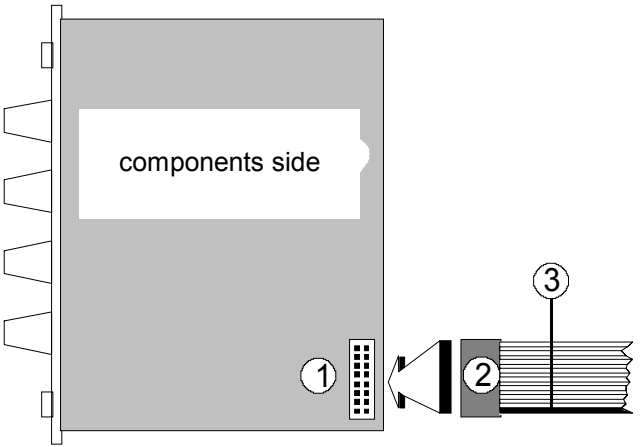

Fig. 1: Connecting the ribbon cable to the module
❒ Connect the **ribbon cable supplied with each module** to the module's **bus connector** (see ① in Fig. 1). As a rule, this is 16-way, but on some modules it's only 10-way. Check that the cable connector is oriented correctly, (see ② in Fig. 1), and press it on to the module's bus pins.
⚠ Be very careful to ensure that **the coloured marking** on the ribbon cable is at the **bottom of the module's connector** (see ③ in Fig. 1) and that the connection is perfect, and **pushed fully home, not at a slight angle**. Failure to check this may result in the module's instant destruction as soon as the power is re-connected.
⚠ Again ensure that **the coloured marking** on the ribbon cable is at the **bottom of the module's connector** (see ③ in Fig. 1) and that the connection is perfect, and **pushed fully home, not at a slight angle**. Failure to check this may again result in disaster.